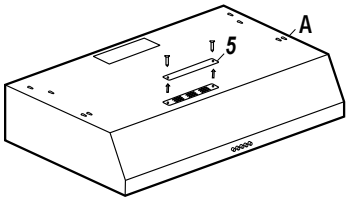

Fig.12
- Si vous avez choisi une ventilation intérieur, dévisser les deux vices qui retiennent le couvercle (5) et enlever le couvercle comme sur la Fig.12. Ne pas enlever aucunes autre pièces.